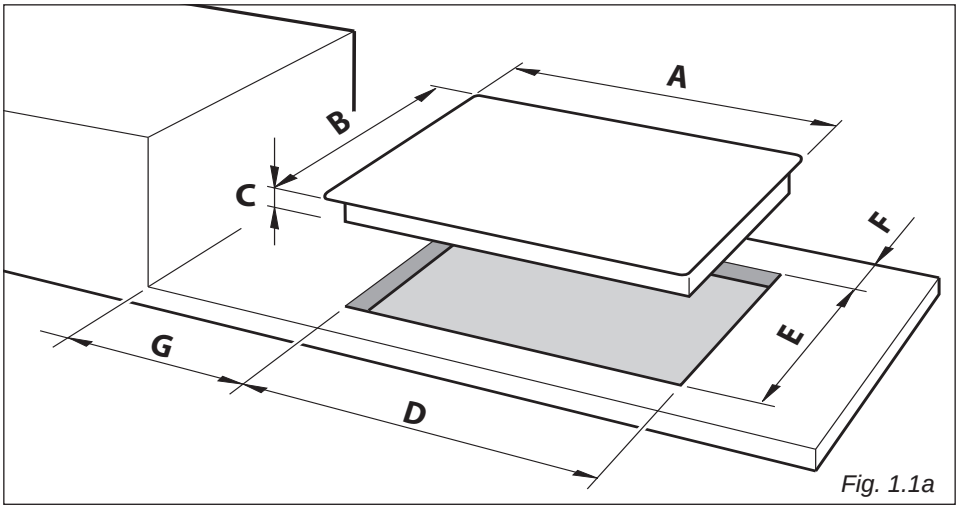

Fig. 1.1a
- Qualsiasi parete a fianco e sovrastante il piano cottura deve trovarsi ad una distanza non inferiore a 200 mm (dal bordo laterale dello spacco nel mobile - fig. 1.1a, 1.1b).
- La parete dietro il piano cottura deve trovarsi ad una distanza non inferiore a 60 mm (dal bordo posteriore dello spacco nel mobile - fig. 1.1a).
- Tagliare il mobile secondo le dimensioni in fig. 1.1a.